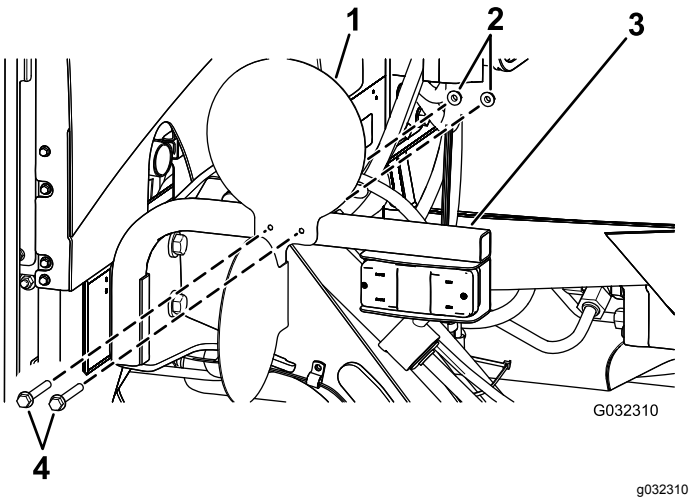

Figure 35
2. Secure the plates to the light-kit brackets with the 4 hex-head screws (1/4 x 2-1/2 inches) and 4 locknuts (1/4 inch) as shown in Figure 35.